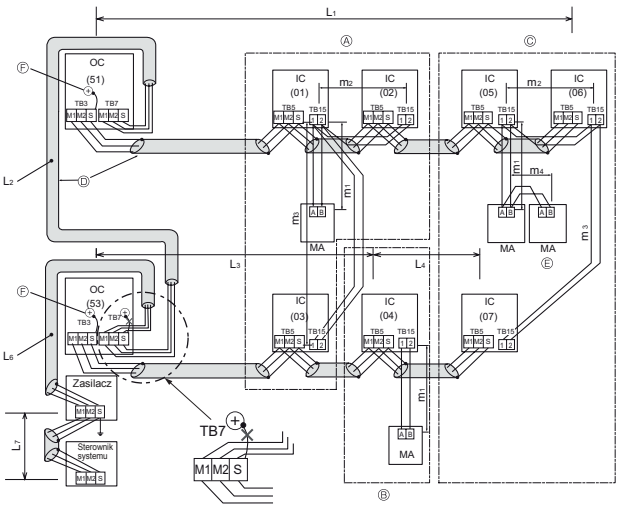

Rys. 6-3
■ **Zdalny sterownik MA (Rys. 6-3)**